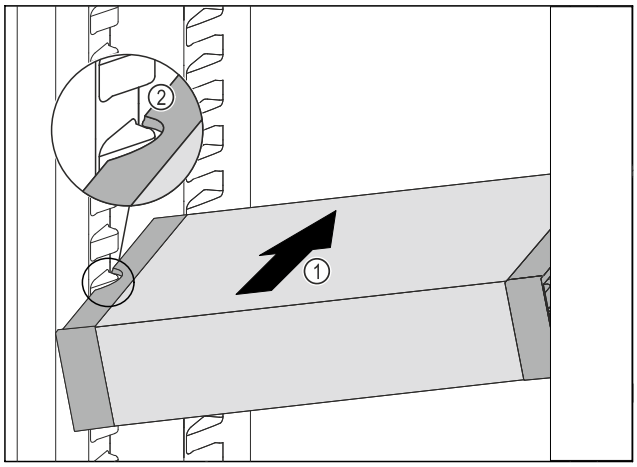

Fig. 117
▶ Zasuňte VarioSafe do chladničky pod úhlem tak *Fig. 117 (1)*, aby vybrání na bocích *Fig. 117 (2)* VarioSafe byla na úrovni žebrování na nádoby v chladničce.